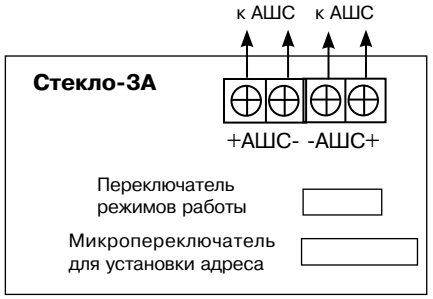

Рис. 6.27
Отключение индикации осуществляется переключателем режимов работы “4” (рис. 6.27).
На печатной плате расположены контактные колодки для подключения внешних цепей (рис. 6.27) и переключатели для установки адреса и режимов работы извещателя.
- выполните соединения в соответствии с рис. 6.27;